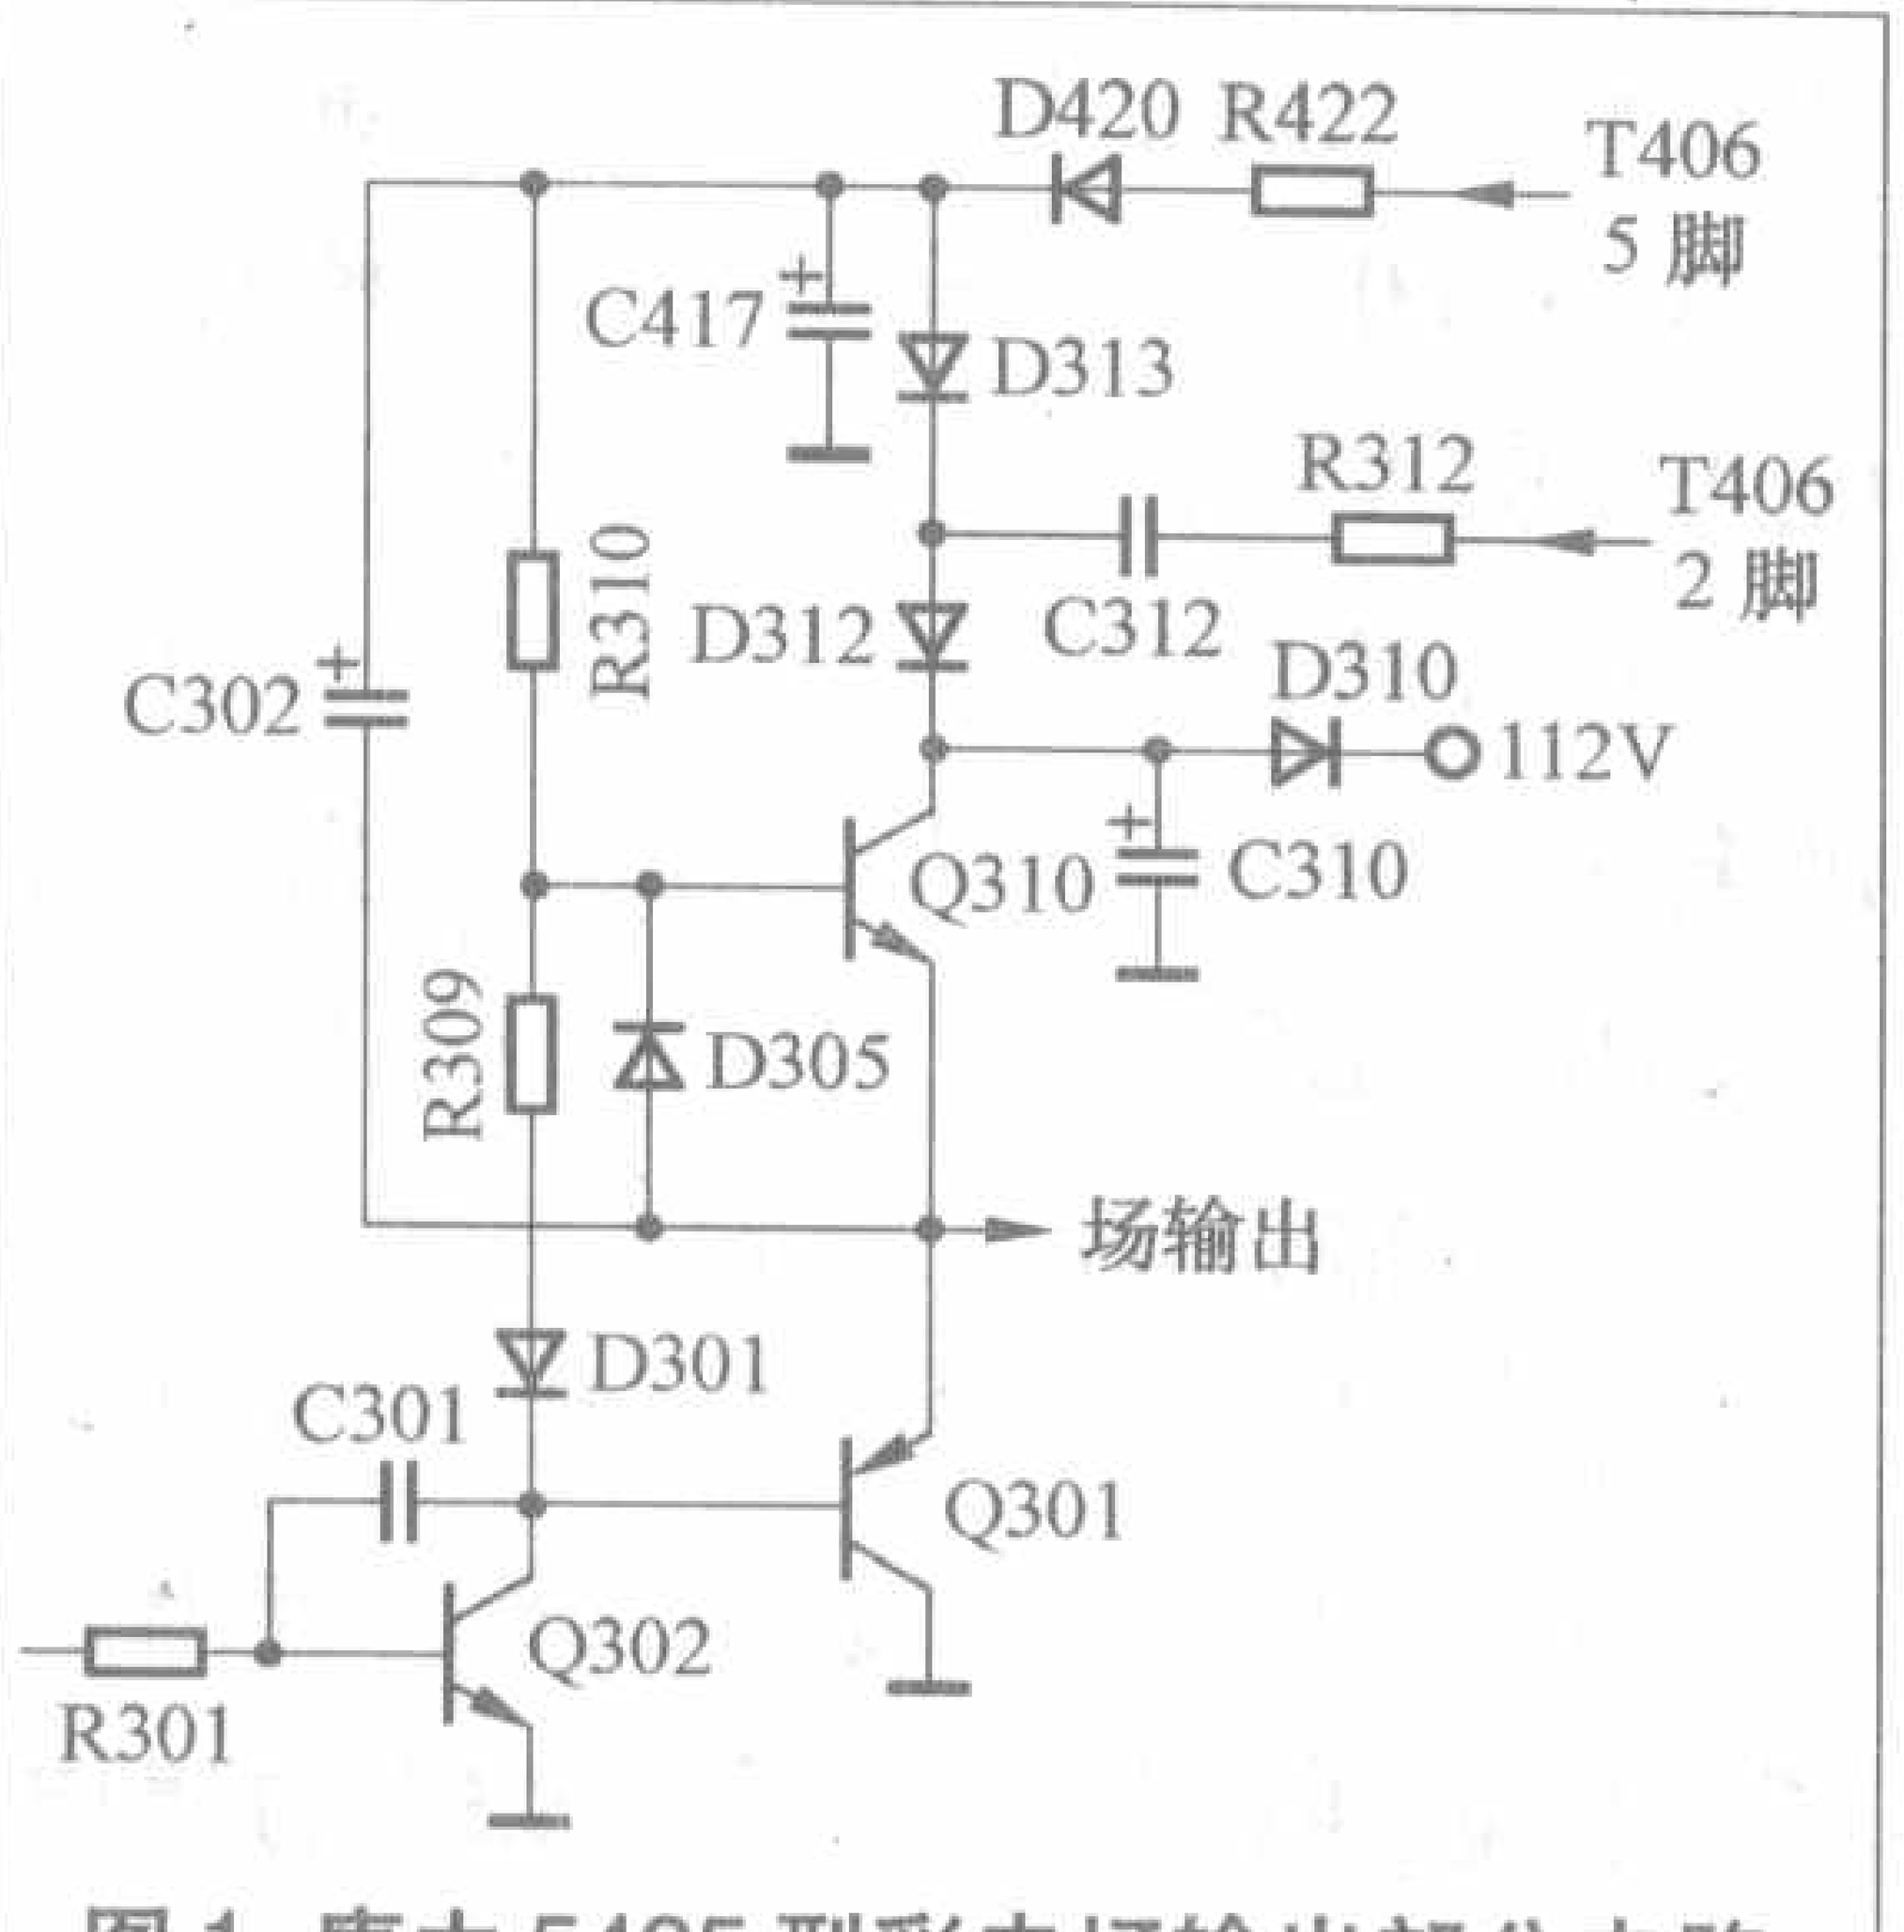
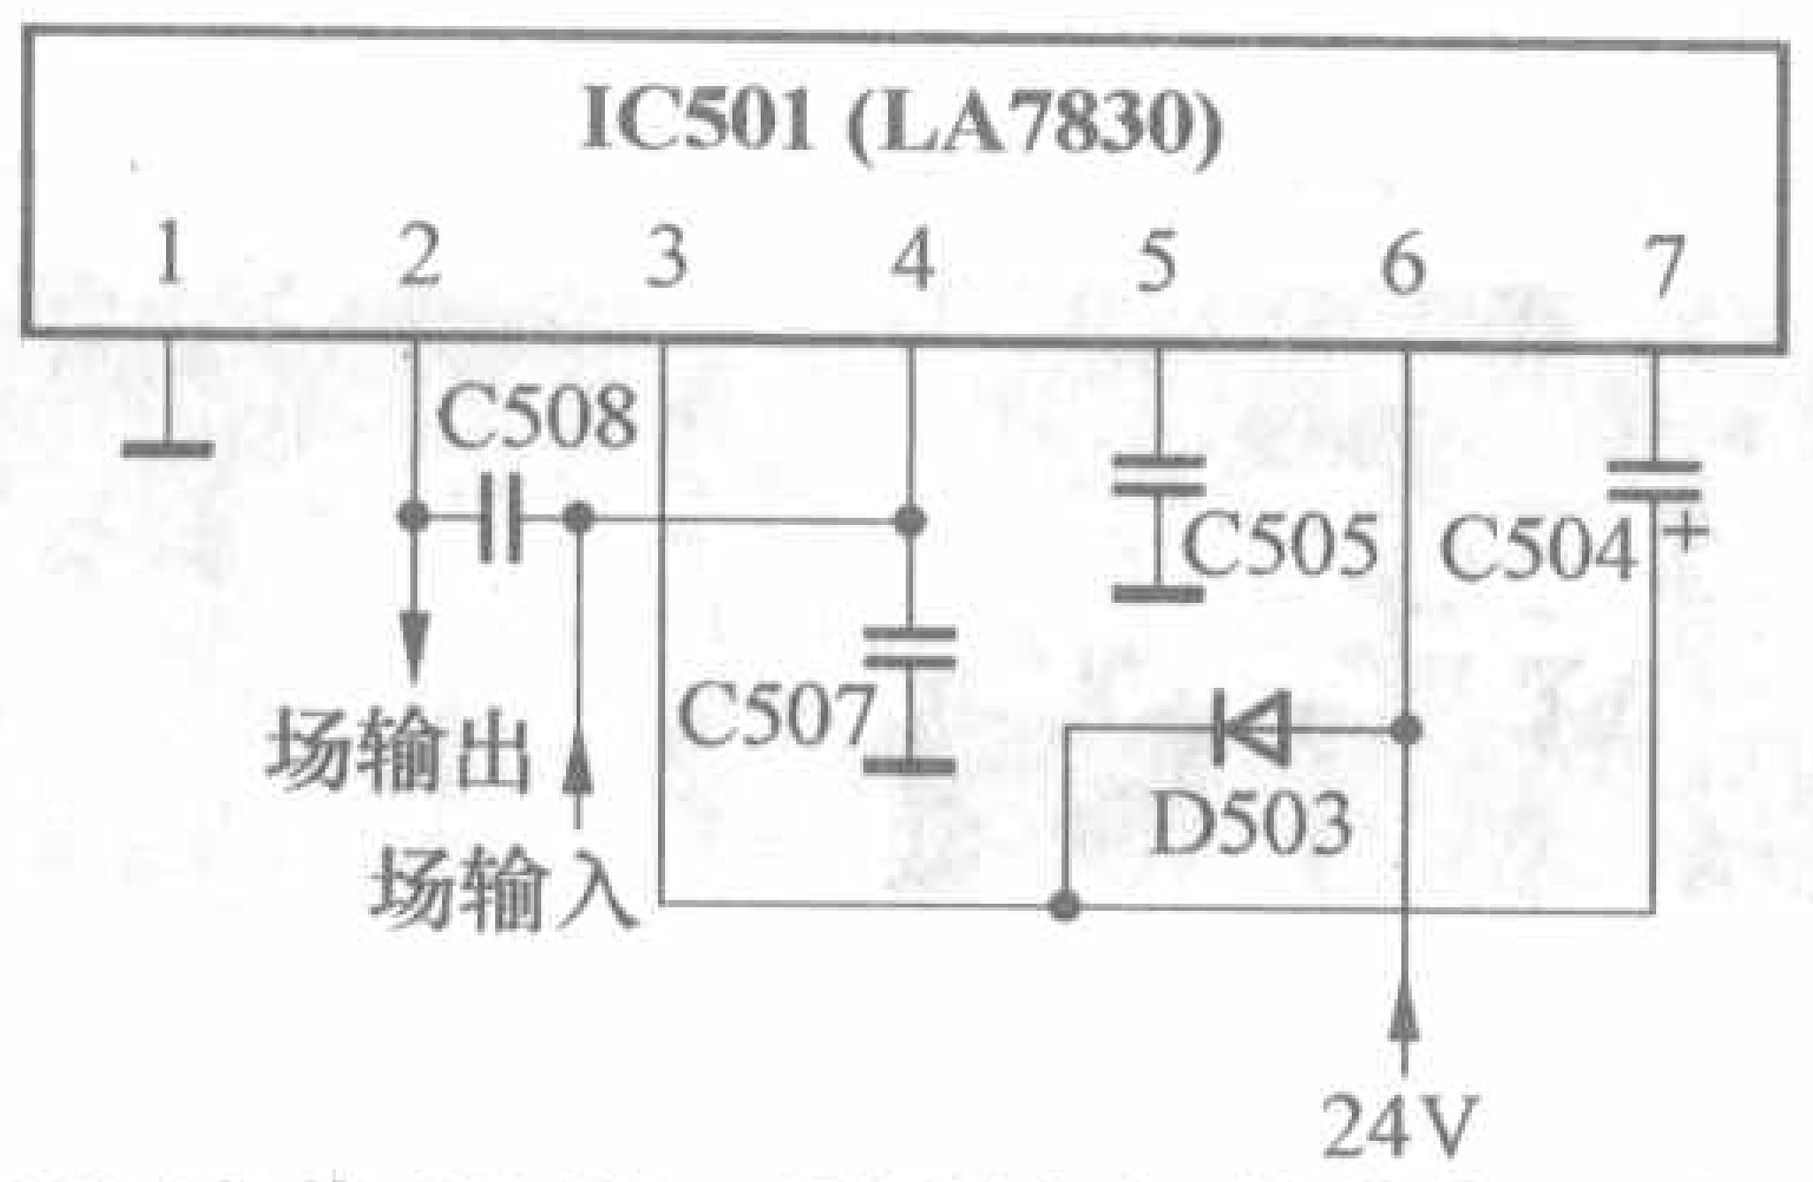

图1 康力5435型彩电场输出部分电路
图2 嘉华821B Ⅱ型彩电场输出部分电路
(1) 场幅和线性基本正常，分以下两种情况：①仅荧屏顶部有若干条回扫线，则多数是场自举电容（如图1中C302）、场二次电源的逆程脉冲信号传输电容（如图1中C312）失容。②回扫线从顶部向中部延伸，且线长逐渐变短。这一般是场逆程升压电容（如图2中C504）漏电或失容。
(2) 若场幅和线性不正常，也有以下两种情况：①若查得场输出管中点（指OTL输出形式，若是场输出IC，则为接场偏转线圈端）电压不是场供电电源的1/2，通常是场输出管或它的偏置电路有问题。②若查得场输出管中点电压正常，则一般是场负反馈电路有问题，且多数是负反馈电容失容。
据机主反映，该机前不久损坏了场输出块。据此，说明场输出电路存在问题。该机场输出电路见图2。测场输出块6脚24V供电电压正常，但手摸场输出块散热片十分烫手，显然功耗过大。而功耗过大通常与场输出块逆程期间供电电压不足，以致造成逆程时间过长，本应在逆程期间被消隐的回扫线出现在扫描正程的前半段，而影响逆程电压不足通常是升压电容失容。测升压电容C504（100μF/35V）果然失容，还不足20μF。更换C504后，回扫线消失，场块温升恢复正常。